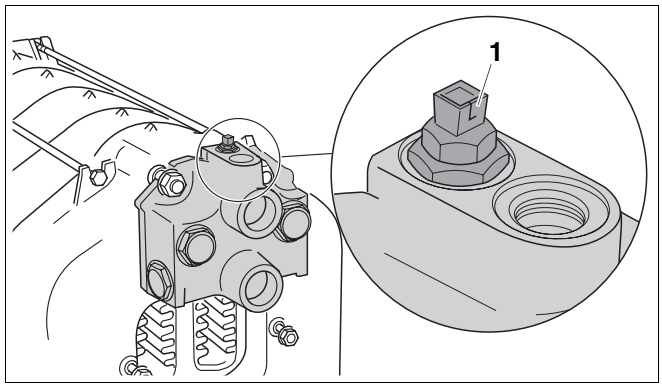

Fig. 47 Atornillado de la sonda de caldera
- Atornille la pieza reductora con la sonda de la caldera (➔ fig. 47).